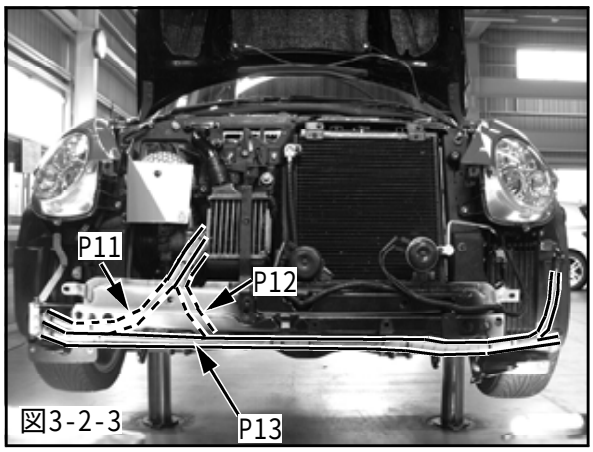

図3-2-3
オイルクーラホース①は、2.(1)であけたフロントクロスメンバの穴に通し、オイルクーラホース②はフロントクロスメンバと車両の間を通してください。(図3-2-3)
(図3-2-3)(P29,P30)